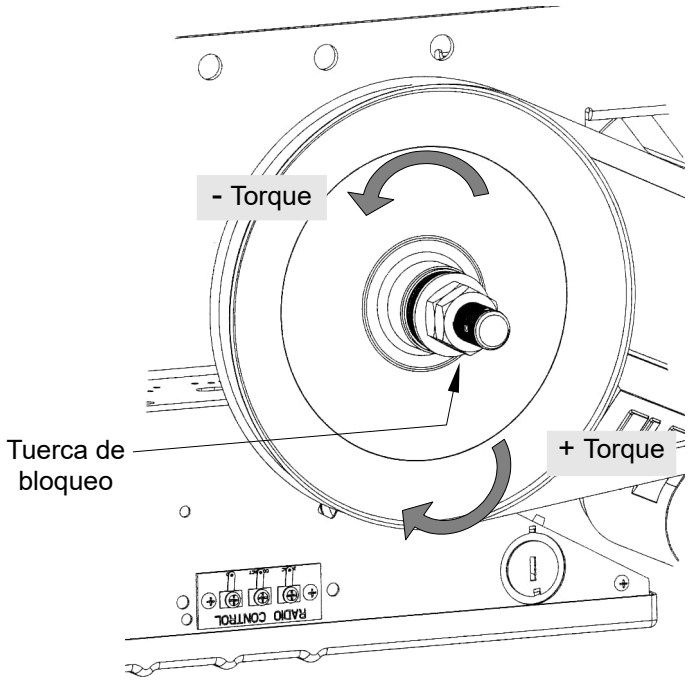

Figura 36 - Ajuste del embrague
1. Abrir las tuercas con (2) llaves 7/8”, consultar la Figura 36.